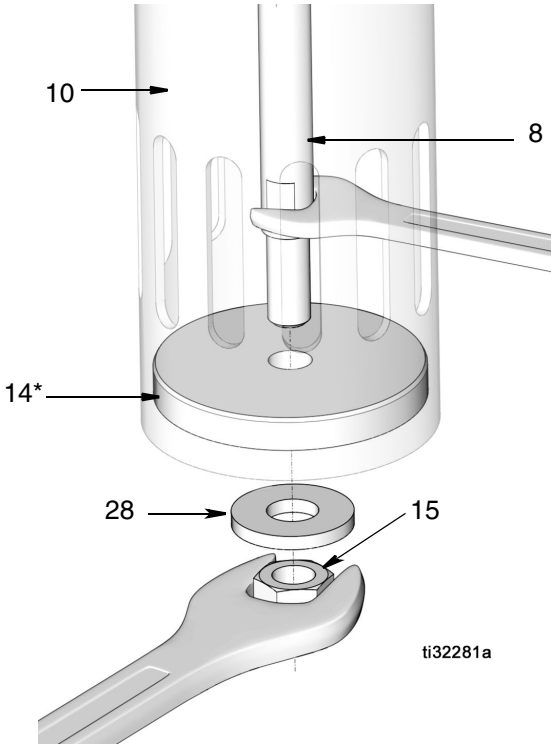

Рис. 6
4. Закрепите основание пневмодвигателя (21) в тисках в горизонтальном положении, затягивая губки тисков на фланце.
5. Вставьте ключ через щель в нижнем клапане (10) и зафиксируйте им шток поршня (8), вставив ключ в проточки на штоке. Удерживая шток поршня, ослабьте прижимающую гайку (15) с помощью второго ключа. Снимите шайбу (28) и заправочную пластину (14) со штока поршня (Рис. 6).